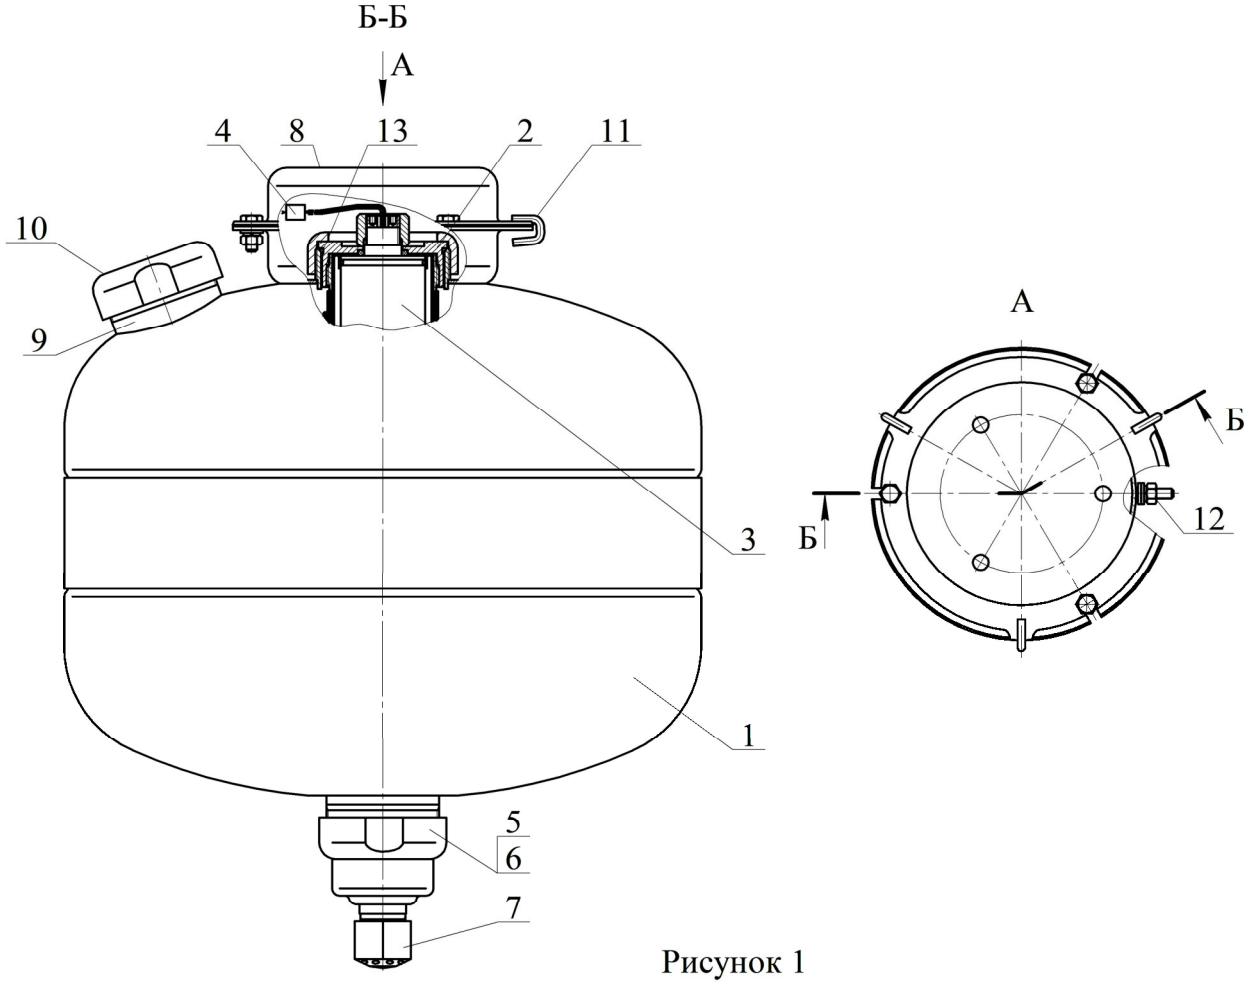

Рисунок 1
4.1.1 МУПТВ (см. рисунок 1) состоит из корпуса **1**, заправленного ОТВ, в котором размещено газогенерирующее устройство **2**. В герметичный корпус газогенерирующего устройства установлен ИХГ **3** с элементом электропусковым **4**. Нижняя горловина корпуса перекрыта срезной мембраной **5**, которая поджата гайкой **6**. С гайкой **6** через фильтрующий элемент соединен насадок-распылитель **7**. В верхней части корпуса расположены кронштейн **8** для крепления к потолочному перекрытию, горловина **9** для заливки ОТВ и предохранительный клапан **10.** Для фиксации МУПТВ при монтаже на кронштейне **8** закреплены три скобы **11**. МУПТВ имеет заземляющий зажим **12**.
4.2.1 После подачи электрического импульса на выводы элемента электропускового **4** (см. рисунок 1) ИХГ **3** генерирует газ, который создает давление внутри корпуса МУПТВ для вскрытия мембраны **5** и выпуска через насадок-распылитель **7** в зону горения тонкораспыленной струи ОТВ.
6.3 Закрепить кронштейн **8** (см. рисунок 1) на потолке. Координаты отверстий в кронштейне приведены на рисунке 3.
6.5.3 Полученный раствор ОТВ залить в отверстие верхней горловины **9** (см. рисунок 1). Для окончательного приготовления ОТВ открыть упаковку с жидкой добавкой к воде и залить ее в отверстие верхней горловины **9** Установить в отверстие горловины предохранительный клапан **10**. Сверху закрутить гайку до упора.
6.6 На выпускную горловину гайки **6** (см. рисунок 1) накрутить до упора насадок-распылитель **7**.
7.3 Комплект поставки для перезарядки МУПТВ (см. рисунок 1):